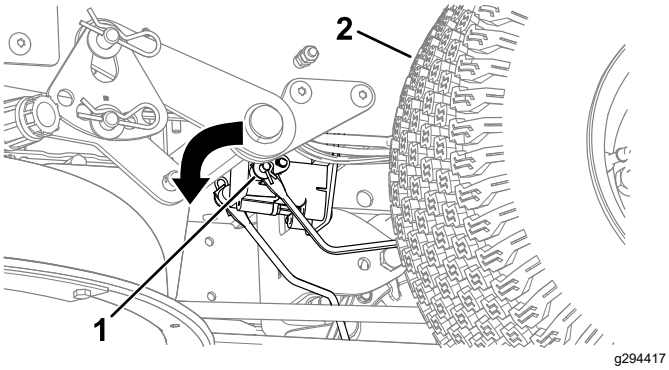

Figuur 52
4. Zoek de as van de elektrische rem waar de verbindingsarmen gekoppeld zijn (Figuur 52).
5. Draai de as naar voren om de rem vrij te zetten, zoals getoond in Figuur 52.